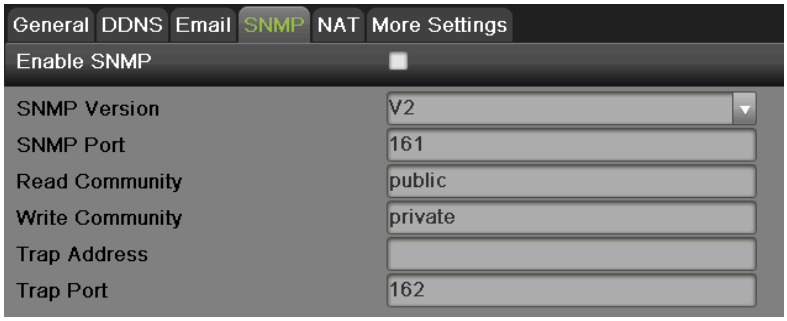

Figure 76 SNMP Settings Menu
1. Select the SNMP tab to enter the SNMP settings interface, as shown in Figure 76.